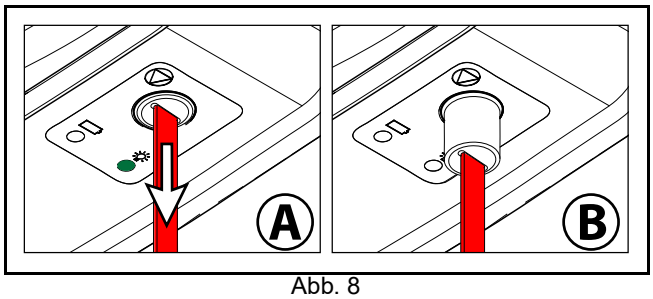

Abb. 8
1) Ziehen Sie hierfür die rote Not-Aus-Schnur vorsichtig einmal, bis ein Klicken zu hören ist (siehe Abb. 8 - A). Sie werden feststellen, dass sich der Kunststoffeinsatz des Rückstellschalters oben an der roten Schnur gesenkt hat (siehe Abb. 8 - B). Außerdem ist die grüne Betriebsanzeige erloschen. Bei der Betätigung des Not-Aus-Schalters wird der Bewohner/Patient langsam gesenkt. Dieser Vorgang ist normal.